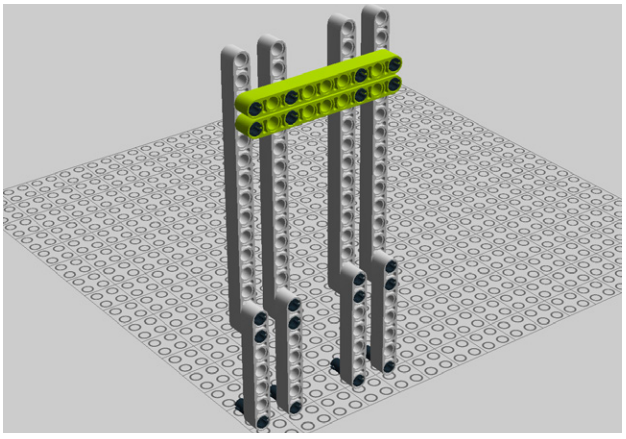

Figure 5-28. *Step 21: Attaching the beams*
21. Throw some Technic beams on to secure the supports as shown in Figure 5-28.